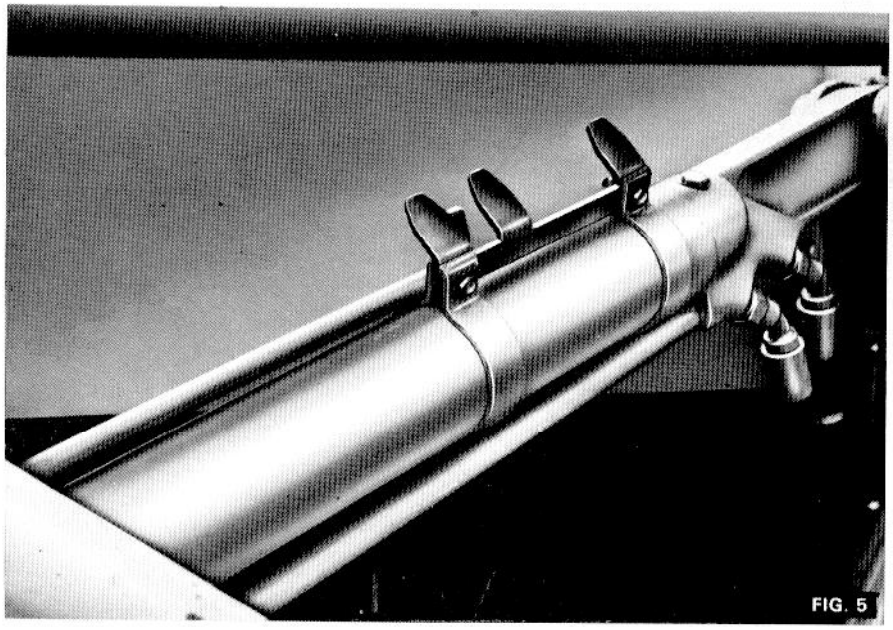

FIG. 5
Indicateur de mise à niveau (Benne Standard) Fig. 5
1. Pénétrer dans le tas, à sa base, godet parallèle au sol. Utiliser à cet effet l'indicateur de niveau illustré à la Fig. 5. Avancer jusqu'à ce que le godet soit plein.